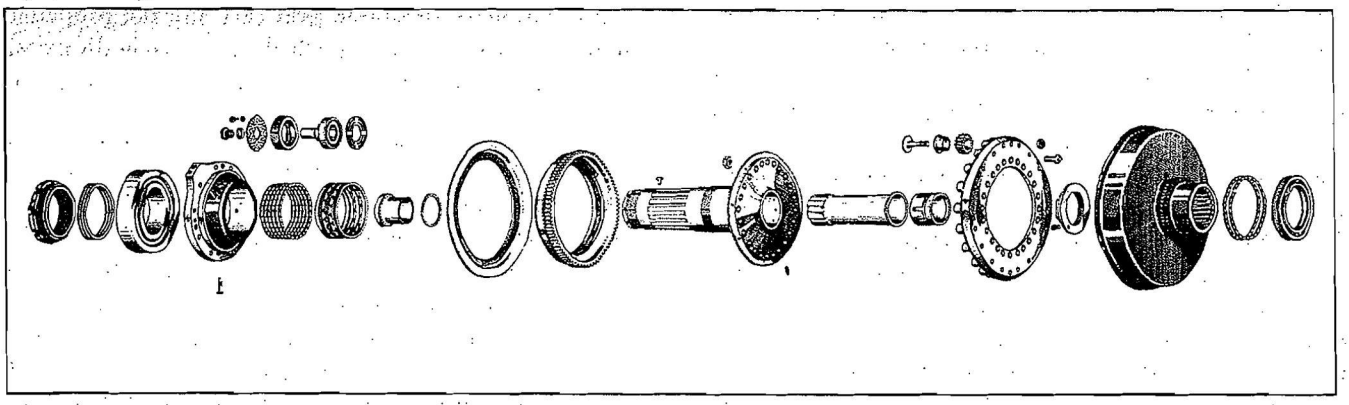

Figure 9—Propeller Shaft and Reduction Gear (16:9 Reduction)
f. The propeller shaft for the Model R-1820-65 and -97 engines is machined from a steel alloy forging and is hollow throughout its length. The shaft is supported by two steel-backed copper-lead bushings which ride on journals of the crankshaft front extension. A steel sleeve, shrunk in the propeller shaft between the two bushings, forms with the front bushing an annulus from which the hydro high pressure oil is taken for the operation of a hydromatic propeller. A flange forged integrally at the rear end of the shaft is drilled to accommodate the 24 pinion carrier ring attaching bolts. Refer to Figure 9. The flange is drilled with eight passages for pressure lubrication of the pinion bushings. The propeller shaft is threaded on its outside diameter near the mid-section for the thrust nut and at its front-end for a propeller hub nut. The shaft is also splined at its front end to receive a No. 50 propeller hub.
(1) The reduction gear for the Model R-1820-65 and -97 engines consists essentially of a large internal driving gear splined and shrunk to the crankshaft; a propeller shaft assembly having twenty planetary type pinion gears mounted on a carrier ring which is bolted to the propeller shaft flange; a stationary reduction gear support which is bolted to the crankcase front section; and a stationary reduction gear meshing with the stationary reduction gear support and pinion assembly. Refer to Figure 9.
(2) The reduction gear drive is as follows: The reduction driving gear meshes with the planetary pinion gears causing them to travel around the rim of the stationary reduction gear carrying the propeller shaft to which they are attached in the same direction of rotation as the crankshaft but at 9/16 of its speed.
(3) The reduction driving gear is machined from a nitralloy steel forging with spur gear teeth cut inside the rim to drive the pinion gears. Splines are cut on the inside diameter of the hub for crankshaft attachment and teeth cut on the hub outside diameter form the cam drive gear. The outside rim is provided with a timing scale ranging from 0° to 35° for magneto and valve timing checks. Three tapped puller holes are located near the hub for disassembly purposes.
(4) The pinion carrier ring is machined from a steel forging with twenty integral, hollow trunnions upon which the pinion gears and bushings are supported. Each trunnion is drilled with two holes interconnecting an oil groove on its outside diameter.
(5) The twenty pinion gears are machined from steel forgings and are case hardened on the inside diameter and tooth surfaces. The bronze pinion gear bushings are plated all over with a thin coat of lead. The bushings are a loose fit in the pinions and on the trunnions. Each bushing is shouldered on its front end, drilled with six oil holes at its mid-section and spotfaced for identification marks on the front face of the shoulder. Twenty flanged head bolts and